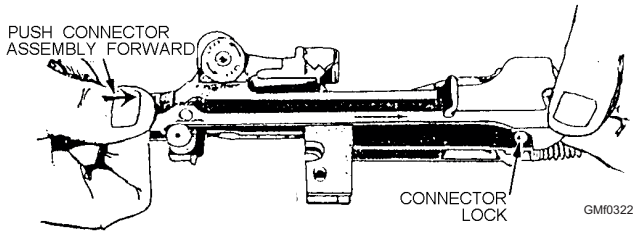

**Figure 3-22.—Disengaging the connector assembly.**
3. If the rifle has a selector shaft lock, press forward on the rear of the connector assembly with your right thumb, as shown in figure 3-22, until the front end can be lifted off the connector lock.